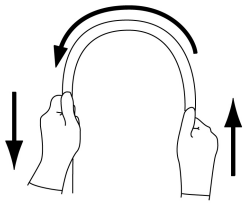

図 2
4.挿入部を両手で持ち、全長にわたって図 2 に示すように順次半円の頂点をずらすように曲げたときに、適切な軟らかさを有しており、柔らかさが不連続になっているなどの異常がないこと。